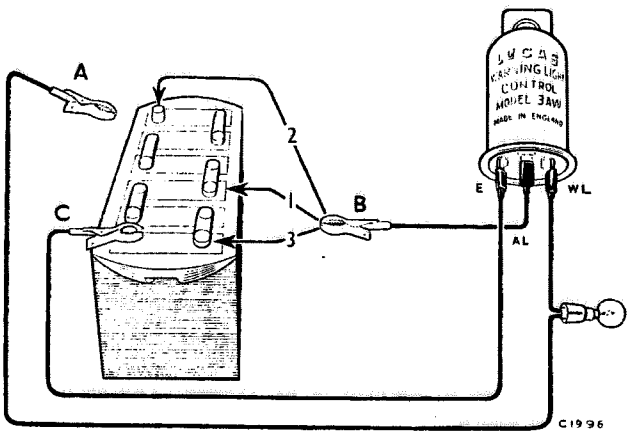

Fig. N.34
(1) Connect the circuit as shown in Fig. N.34, leaving battery clips 'A' and 'B' disconnected at this stage.
(2) Connect battery clip 'A' to the battery 12-volt tapping. The bulb should light up immediately.
(3) Leaving battery clip 'A' connected, connect battery clip 'B' to the battery 6-volt tapping. The bulb should go out within five seconds.
(4) Disconnect battery clip 'B' and transfer it to the battery 12-volt for 10 seconds only, then quickly transfer it to the battery two-volt tapping. The bulb should light up within five seconds.